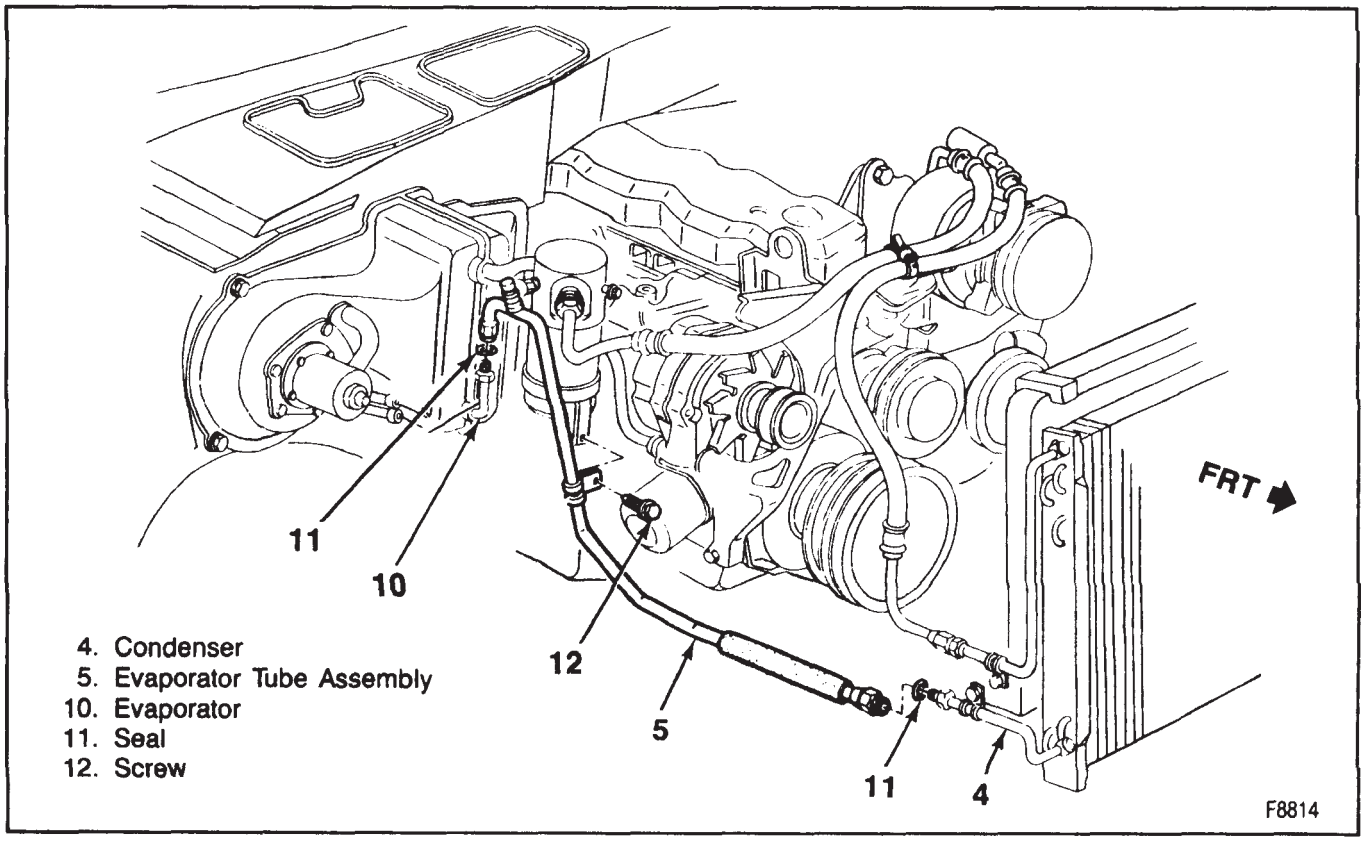

Figure 32—Evaporator Tube Replacement
Remove or Disconnect (Figure 32)
Install or Connect (Figure 32)
5. Evaporator tube (5) from condenser (4) (figure 32). Refer to "Evaporator Tube Replacement" in this section.
- Bolts (18) to 1.4 N·m (12 in. lb.).
4. Evaporator tube (5) to condenser (4) (figure 32). Refer to "Evaporator Tube Replacement" in this section.
Remove or Disconnect (Figures 32 and 35)
2. Evaporator tube (5) from evaporator (10) (figure 32).
3. O-ring (11).
Install or Connect (Figures 32 and 35)
2. New O-ring (11) (figure 32).
3. Evaporator tube (5) to evaporator (10).